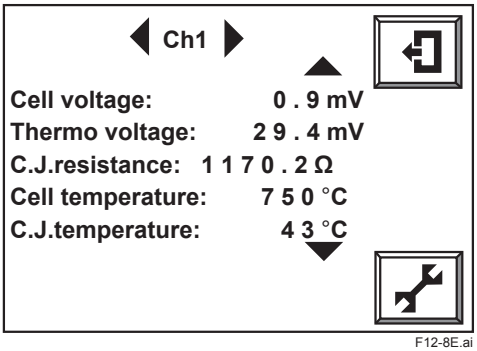

Figure 12.8 Detailed Data Display
b. The cell voltage should be indicated on the top line. (Figure 12.8)